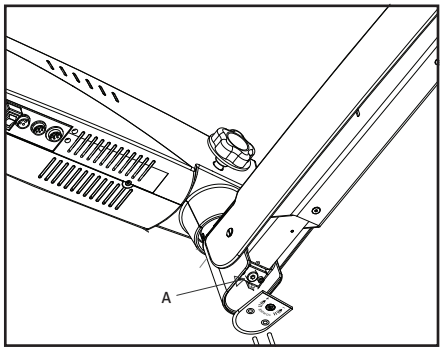

Fig 21
3. Use an 8 mm allen wrench in bolt (A) (see Fig. 21). Rotate it clockwise to increase the tension as desired. Rotate it counterclockwise to decrease the tension.